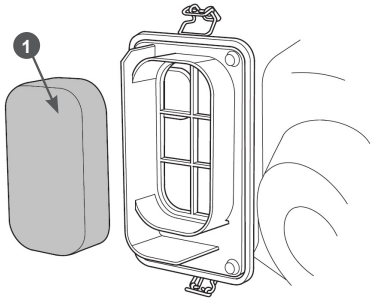

Рис. 18 Обслуживание воздушного фильтра
2. Извлеките из корпуса воздушного фильтра поролоновый фильтрующий элемент 1 (Рис. 18).